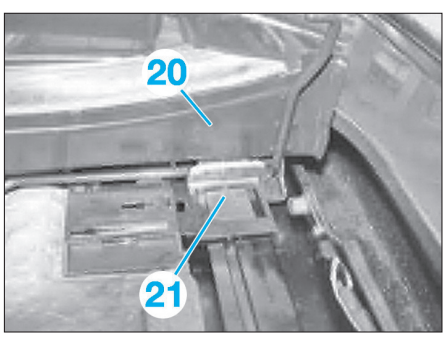

Fig. 141
• Dégrafer de chaque côté la tringle de gouttière (20) du patin de coulisse (21) par l'arrière **(Fig.141)**.